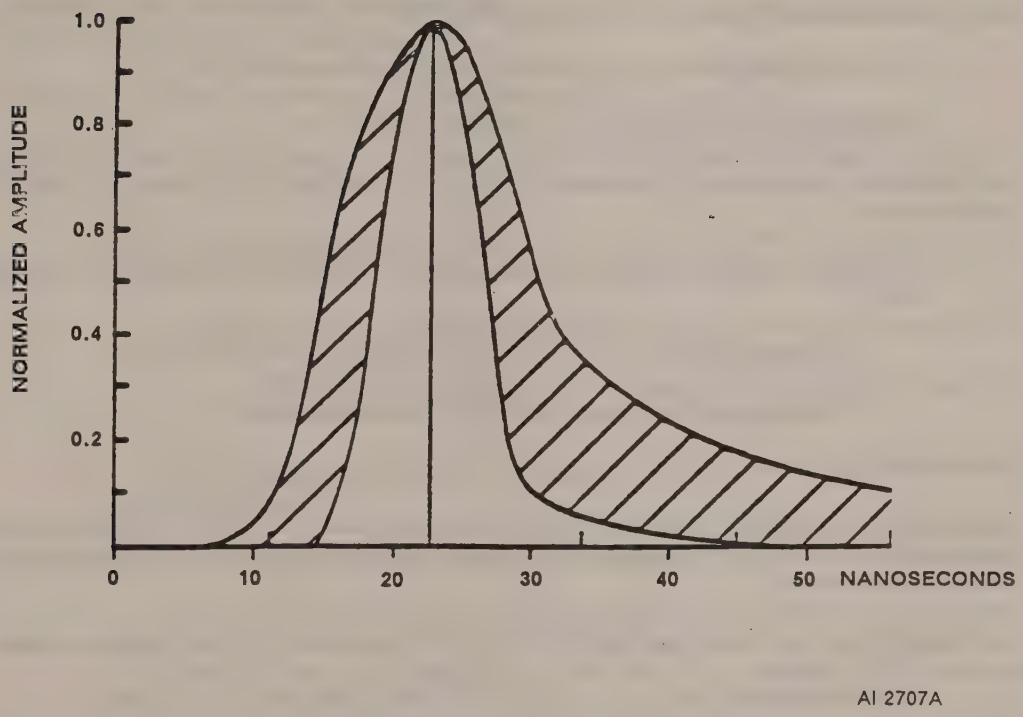

Figure 3.110. DS3 Bipolar Signal
1. Check input of comparator U21, pin 9 for symmetrical bipolar signal with peak voltage of 0.24 volts that fits within template, see Figure 3.110.
2. Check the collector (1) of transistor Q31 for bipolar signal, see Figure 3.110.